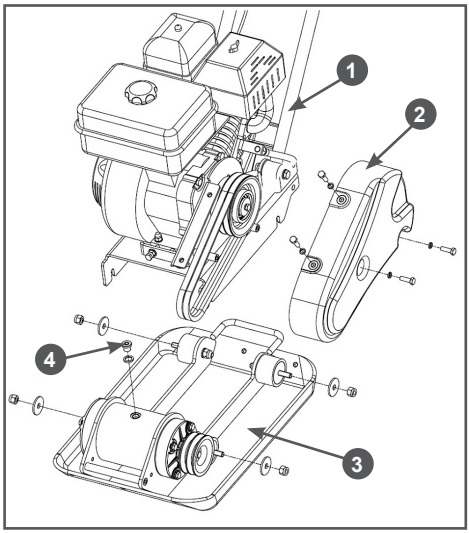

Рис. 33 Снятие рамы с двигателем
1. Открутите болты крепления и снимите кожух 2 защитный ремней (Рис. 33).
2. Ослабьте гайки резиновых амортизаторов, которые соединяют раму 1 с двигателем и рабочую плиту 3 (Рис. 33).
3. Снимите ремни и отделите раму 1 с двигателем от рабочей плиты 3 (Рис. 33).
4. Очистите зону вокруг пробки отверстия для слива масла и открутите пробку 4 отверстия для слива/заправки масла (Рис. 33).